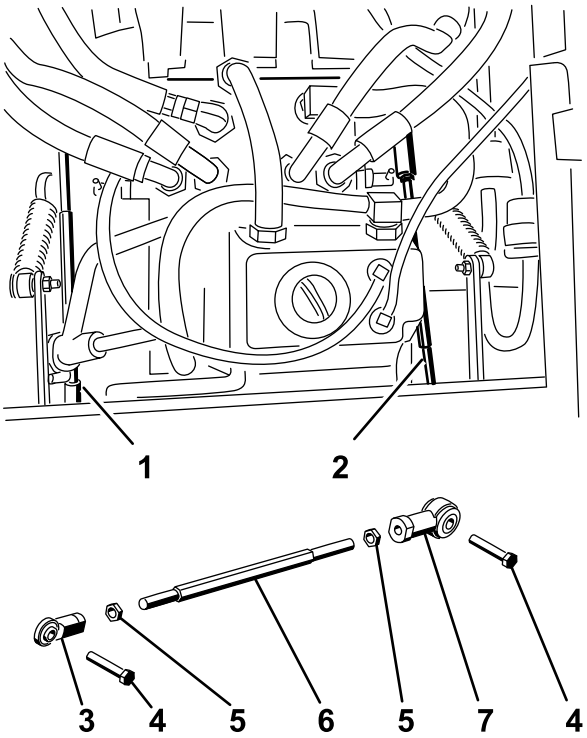

Figur 58
6. Juster pumpestangens længde på den ene side ved at dreje den sekskantede aksel i den rigtige retning, indtil det tilsvarende hjul står stille eller kryber en smule i bakgear (Figur 58).